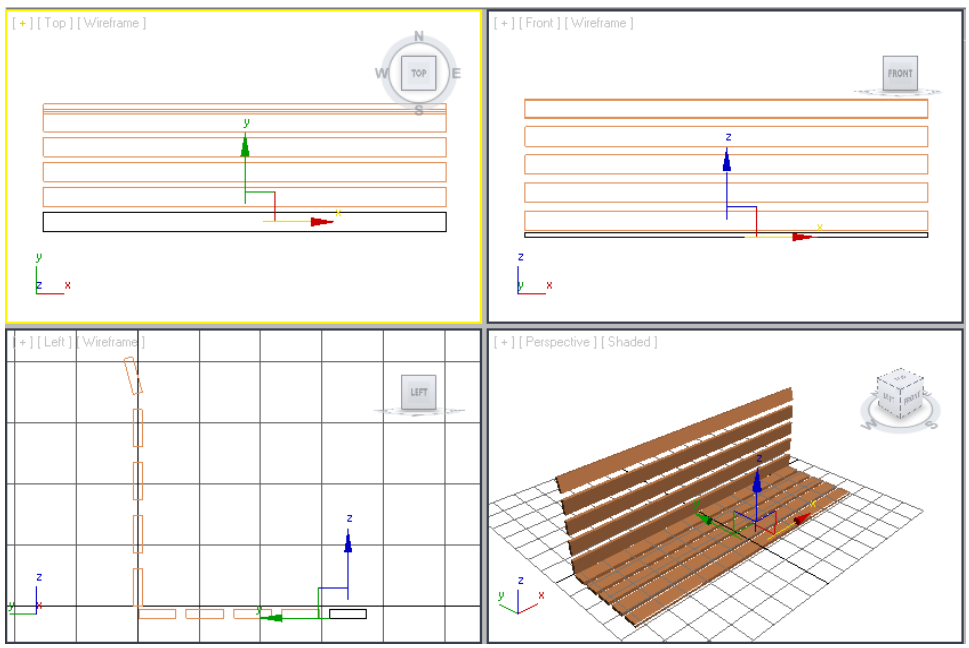

Figure 3-43 *Horizontal seat supports displayed in all viewports*
9. Invoke the **Zoom Extents All** tool; all the objects are displayed in all viewports, as shown in Figure 3-43.